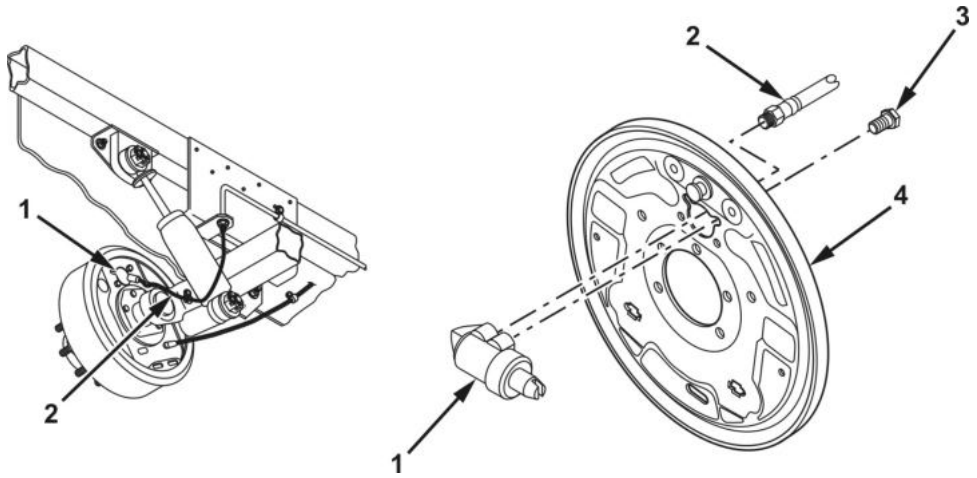

Figure 2. Wheel Cylinder Installation.
1. Install wheel cylinder (Figure 2, Item 1) and secure with two capscrews (Figure 2, Item 3). Torque capscrews to 168 lb-in (19 N•m).
2. Install wheel cylinder (Figure 2, Item 1) on backing plate (Figure 2, Item 4). Secure with two capscrews (Figure 2, Item 3).
3. Remove temporary plug from flex brake line (Figure 2, Item 2).
4. Connect flex brake line (Figure 2, Item 2) to wheel cylinder (Figure 2, Item 1).